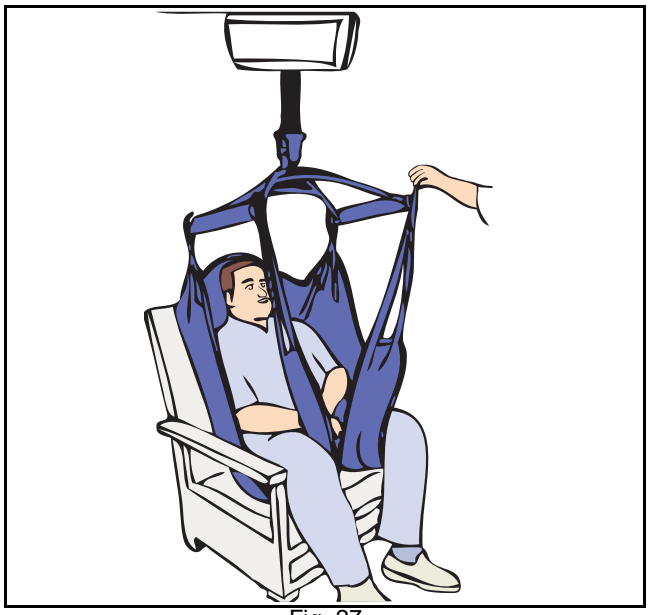

Fig. 27
4) Forsæt med forflytning af plejemodtageren til en stol, eller placer plejemodtageren på en seng ved at flytte og derefter sænke plejemodtageren til den ønskede stilling (se Fig. 27).